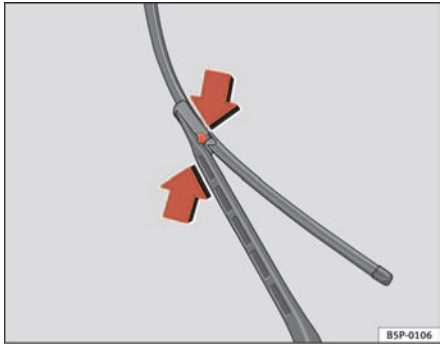

Fig. 159 Changing the front wiper blades
– Push the side buttons, free the blade and pull in the direction of the arrow ⇒ fig. 159.